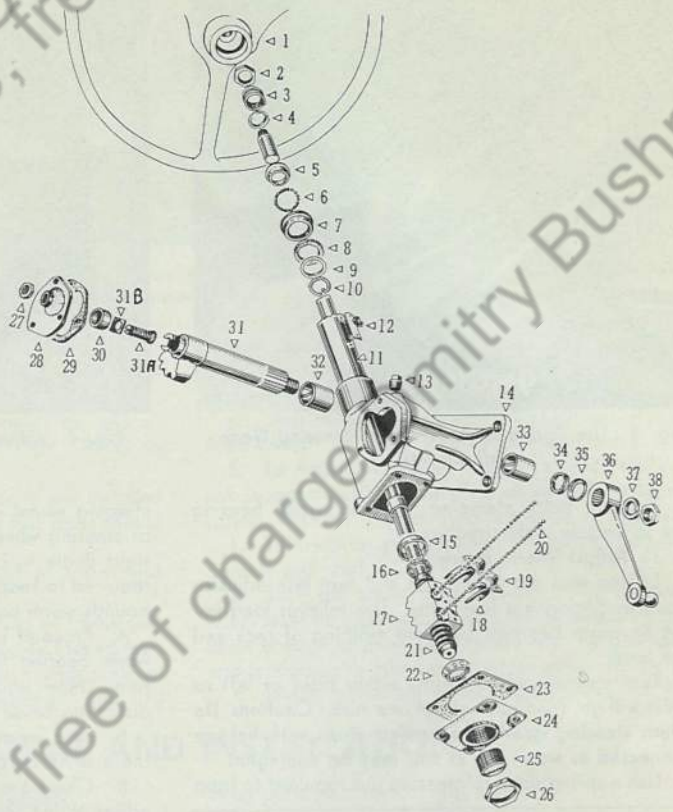

Fig. 2 Steering Gear Disassembled
2. Remove steering wheel retaining nut (2, Fig. 2).
7. Remove horn wire terminal plate (12, Fig. 2).
8. Disconnect steering drag link from pitman arm (36, Fig. 2) as described under "To Remove Drag Link," Paragraph 7.
Before starting disassembly be sure steering gear, bench and tools are clean. Steering gear parts must be kept free of dirt. Disassembly is accomplished as follows: Refer to Fig. 2.